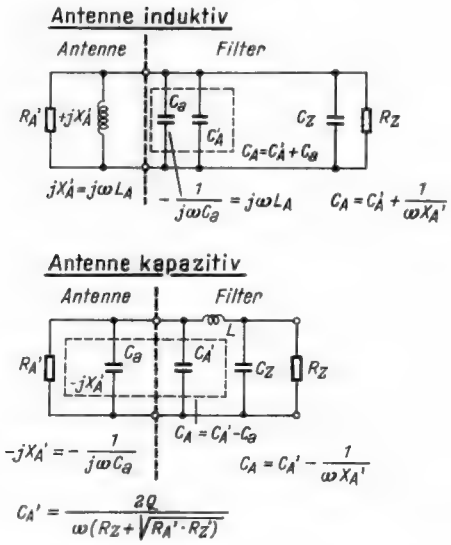

Bild 17. Zusammenfassung der Blindkomponente der Antenne mit der Eingangskapazität des Collinsfilters
Für die antennenseitige Kapazität kann man nach Formel (8) unter Einsetzen von R_A' ebenfalls einen Wert C_A' errechnen. Dieser entspricht jedoch noch nicht dem in das Filter einzusetzenden Wert, denn parallel dazu liegt die Blindkomponente $\pm jX_A'$ der Antenne (siehe Bild 17). Ist jX_A' induktiv, so muß diese Blindkomponente durch eine Zusatzkapazität mit dem Blindwiderstand $-jX_A'$ herausgestimmt, die aus Formel (8) errechnete Kapazität also um $C_A = \frac{1}{\omega \cdot X_A'}$ vergrößert werden. Ist $-jX_A'$ dagegen kapazitiv, so muß die aus Formel (8) errechnete Kapazität um $C_A = \frac{1}{\omega \cdot X_A'}$ vermindert werden.
Für die in das Filter einzusetzende Kapazität C_A ergibt sich dann (siehe Bild 17)